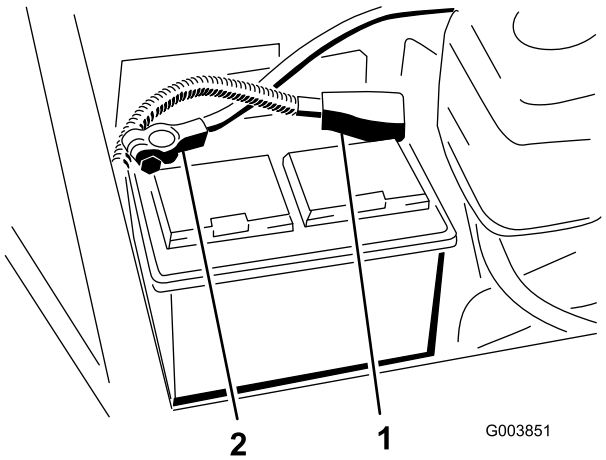

Figur 2
2. Påse at batteriet er godt festet på plass og kontroller batteriladingen med et hydrometer. Hvis batteriet må lades, påse at den positive (+) kabelen er koblet fra batteriet før du kobler til laderen (Figur 2).